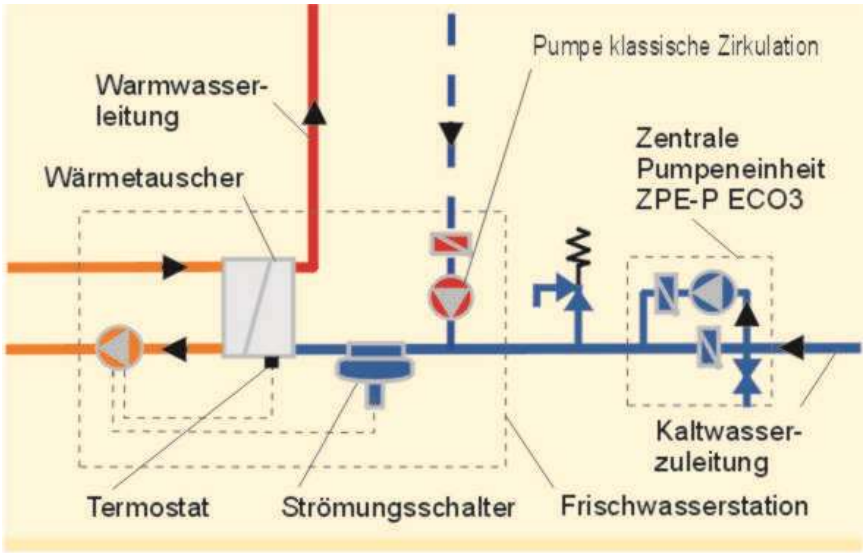

Bild 1
- Installation der Pumpeneinheit (ZPE-P ECO3) kann in Kaltwasserzuleitung erfolgen (Siehe Bild 1)
- Bei Zirkulation durch Wasserzähler muss der Pumpendruck 300 mbar betragen (Siehe Bild 1)
- Falls stillgelegte Zirkulationsleitung vorhanden ist, kann bisherige Pumpe zum sporadischen Wasser-austausch (z.B. täglich 5 Minuten aktiv) verwendet werden (Siehe Bild 1)